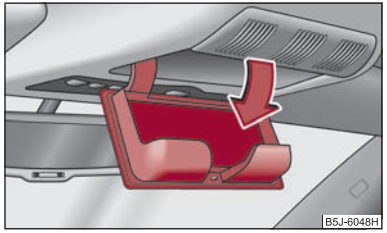

Fig. 82 Escotadura del revestimiento interior del techo: Compartimento guardagafas
– Presione la tapa del compartimento guardagafas; éste se abrirá hacia abajo ⇒ fig. 82.